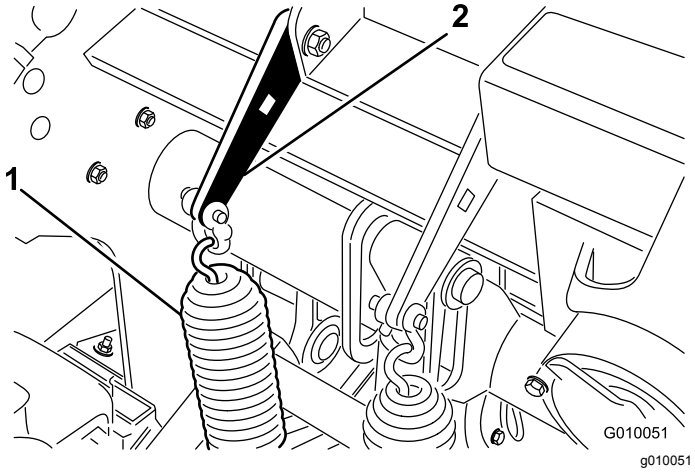

Rysunek 37
2. Odkręć nakrętki śrub zamkowych mocujących wsporniki sprężyn do głowicy wgłębnej (Rysunek 37). Nie zdejmuj ich.